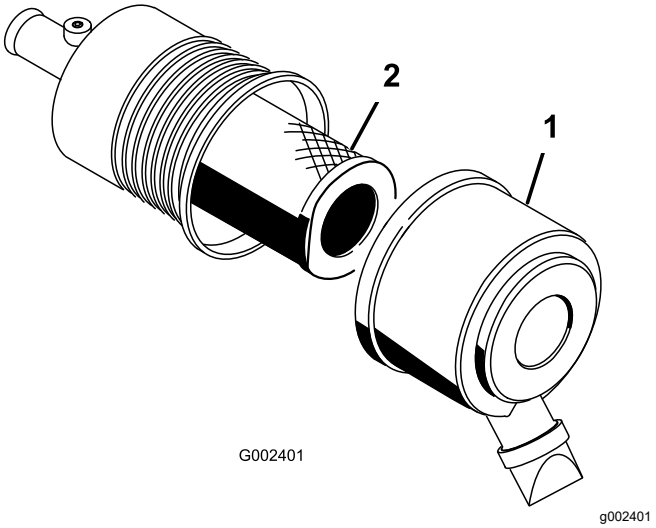

**Figur 50**
2. Lossa spärrhakarna som fäster luftrenarkåpan på luftrenarhuset (Figur 50).
3. Ta bort kåpan från luftrenarhuset (Figur 50).
5. Ta bort och byt ut filtret (Figur 50).